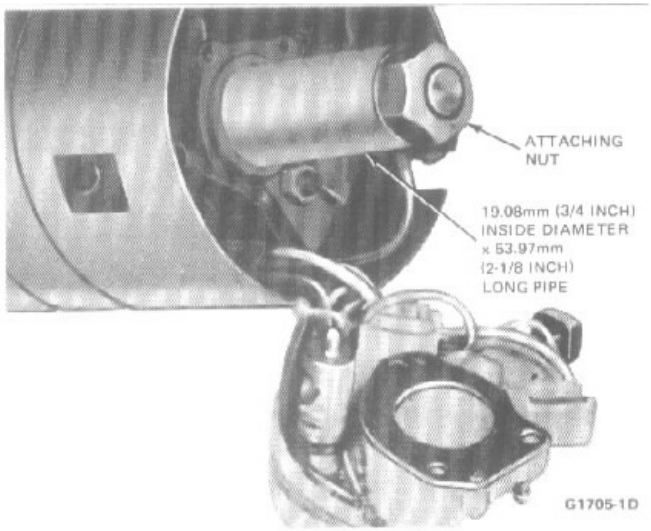

FIG. 7 Installing Upper Bearing—Fixed Columns
4. Install the steering wheel attaching nut (Fig. 7). Tighten the nut until the bearing is seated in the flange. Remove the nut and pipe from the shaft.